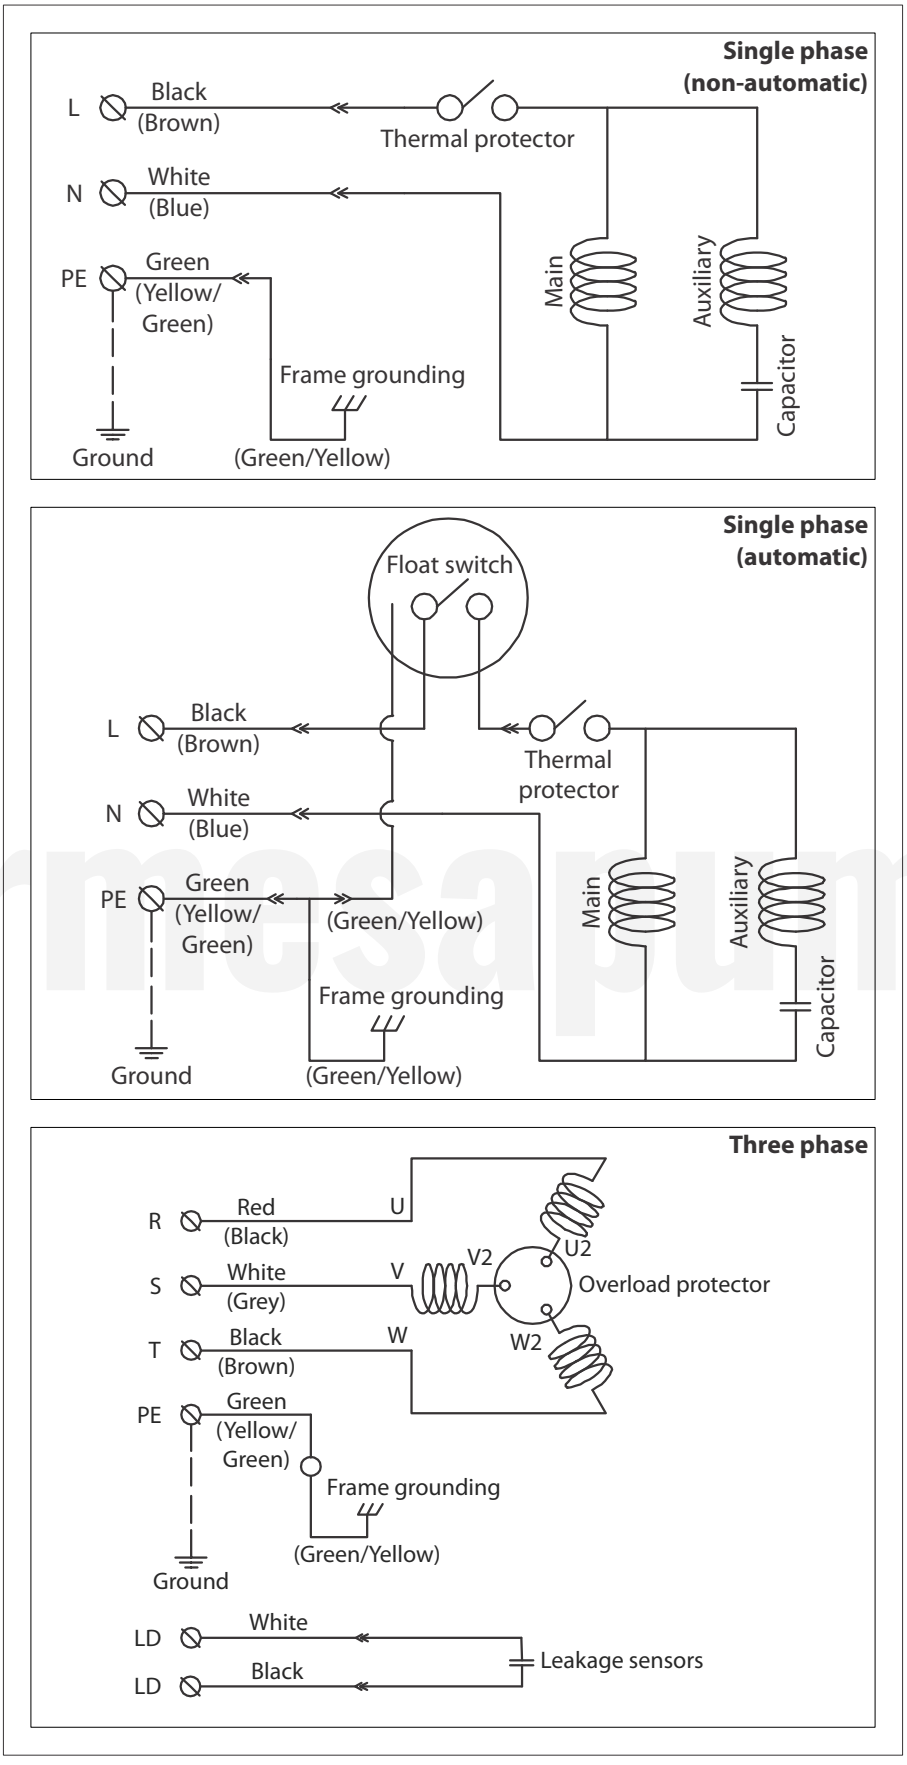

Figure 3
a) Wire as indicated for the appropiate start system as shown in figure 3.